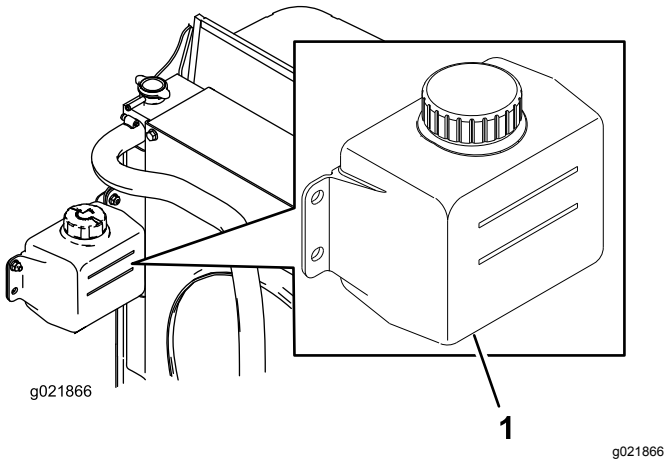

Figur 93
1. Kontroller kjølemiddelnivået i ekspansjonstanken (Figur 93).